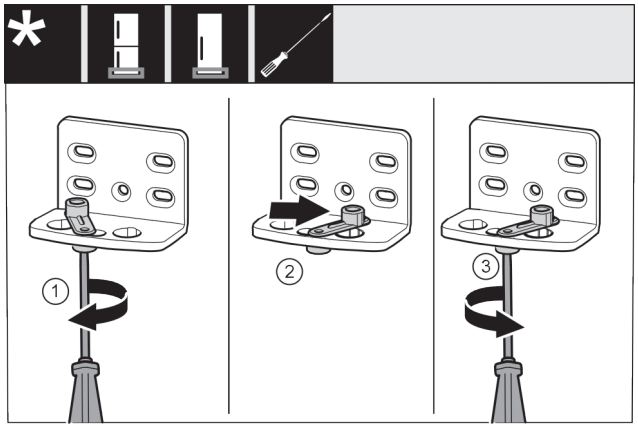

Fig. 46 *
- ▶ Desfaceți șurubul *Fig. 46 (1)* cu șurubelnița.*
- ▶ Ridicați dispozitivul auxiliar de închidere a ușii *Fig. 46 (2)* și rotiți-l cu 90° spre dreapta în orificiu.*
- ▶ Înșurubați ferm șurubul *Fig. 46 (3)* cu șurubelnița.*